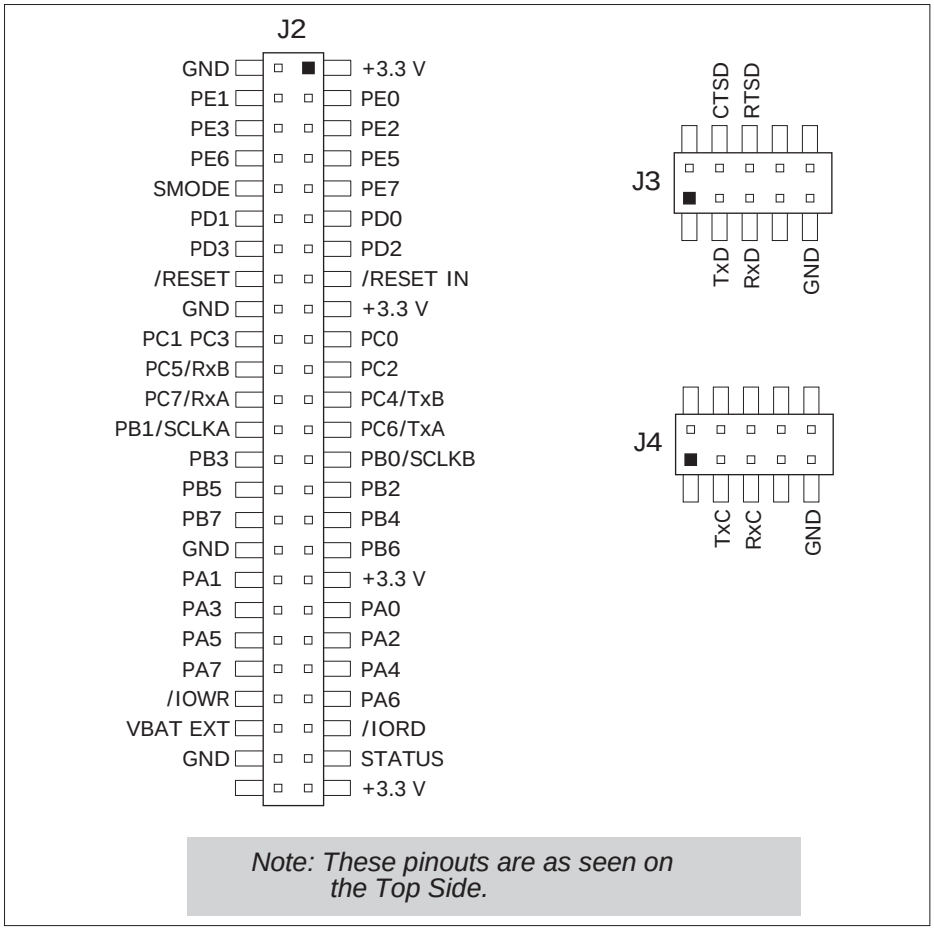

Figure E-4. Serial Communication Accessory Board Pinout
- **Module Extension Headers**—The complete pin set of the RCM5600W/RCM6600W module is duplicated below header J2. Developers can solder wires directly into the appropriate holes, or, for more flexible development, a 2 × 25 header strip with a 0.1" pitch can be soldered into place. See Figure E-4 for the header pinouts.
The Serial Communication accessory board provides the user with RCM5600W/ RCM6600W connection points brought out conveniently to labeled points below header J2. The pinouts for header socket J2 and the RS-232 headers at J3 and J4 are shown in Figure E-4.